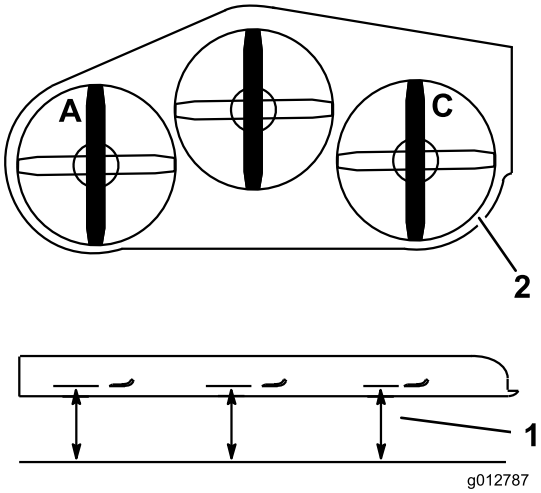

Figuur 84
1. Zet het linker maaimes in de schuinstand (Figuur 84).
2. Meet het linkermes bij punt **A**. Meet de afstand tussen een horizontaal oppervlak en de snijrand van het maaimes en noteer deze afstand (Figuur 84).
3. Zet het rechter maaimes in de schuinstand (Figuur 84).
4. Meet het rechtermes bij punt **C**. Meet de afstand tussen een horizontaal oppervlak en de snijrand van het maaimes en noteer deze afstand (Figuur 84).
2. Zet het linker maaimes in de schuinstand (Figuur 84).
3. Meet het linkermes bij punt **A**. Meet de afstand tussen een horizontaal oppervlak en de snijrand van het maaimes en noteer deze afstand (Figuur 84).
4. Zet het rechter maaimes in de schuinstand (Figuur 84).
5. Meet het rechtermes bij punt **C**. Meet de afstand tussen een horizontaal oppervlak en de snijrand van het maaimes en noteer deze afstand (Figuur 84).